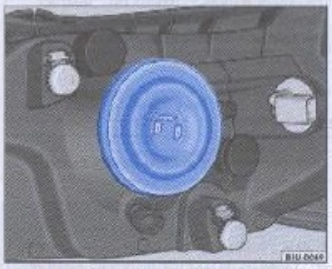

Fig. 136 Guardapolvo de protección de la lámpara
– Remueva el guardapolvo de protección ⇒ fig. 136.